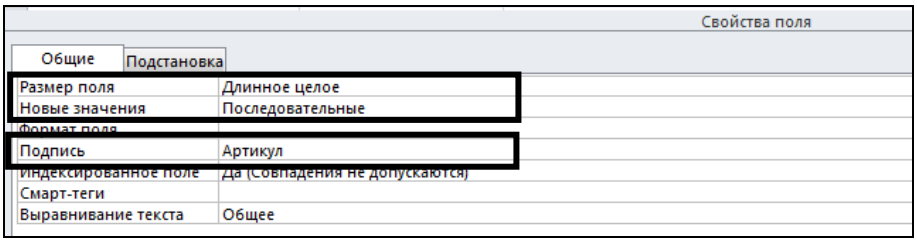

Рис. 2.28. Свойства поля *Код товара*
3.1. Свойства поля *Код товара* (рис. 2.28).